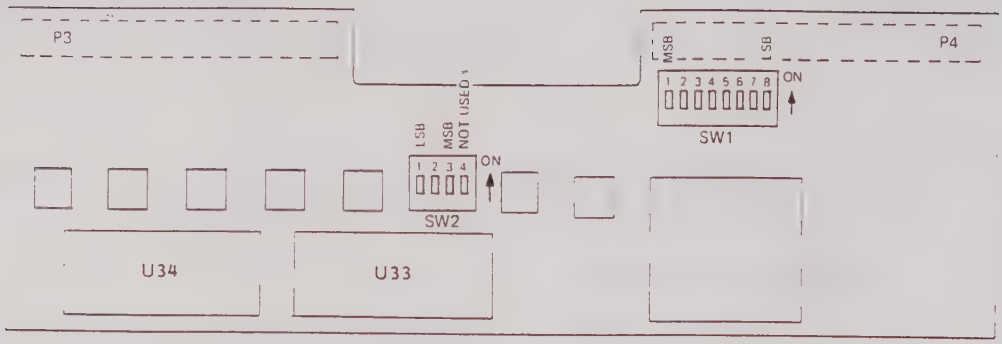

Figure 2-1, 1260-01 Smart card
2.5.1 If not previously done, remove the module's top cover. To set the 1260-01 logical address, set switch SW1 on the 1260-01 board to the binary equivalent of the logical address selected. For SW1, a switch in the OFF position corresponds to binary 1, and the ON position corresponds to binary 0. Switch 1 on SW1 corresponds to the most significant digit, and switch 8 corresponds to the least significant digit. Logical addresses in the range 0 to 255 are permitted. Refer to Figure 2-1 for the location of SW1.
2.5.3 To set the 1260-01 interrupt level, set switches 1, 2 and 3 on SW2 on the 1260-01 board to the binary equivalent of the interrupt level selected. For SW2, a switch in the OFF position corresponds to binary 1, and the ON position corresponds to binary 0. Switch 1 on SW2 corresponds to the least significant bit, and switch 3 corresponds to the most significant bit. Interrupt levels in the range 0 to 7 are permitted. Switch 4 is not used. Refer to Figure 2-1 for the location of SW2.